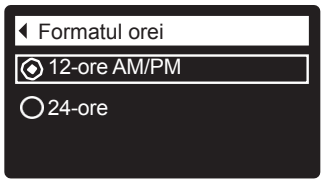

FIG. 60
5. Apăsaţi SELECT (⬭), pentru a afișa meniul de formare a orei (fig. 60).
6. Dacă lângă formatul de ora dorită este un punct (fig. 60), treceţi la Pasul 7. În caz contrar, apăsați tastele ÎN JOS (▼) sau ÎN SUS (▲), pentru a defila la alt format și apoi apăsaţij SELECT (⬭), pentru al selecta formatul.